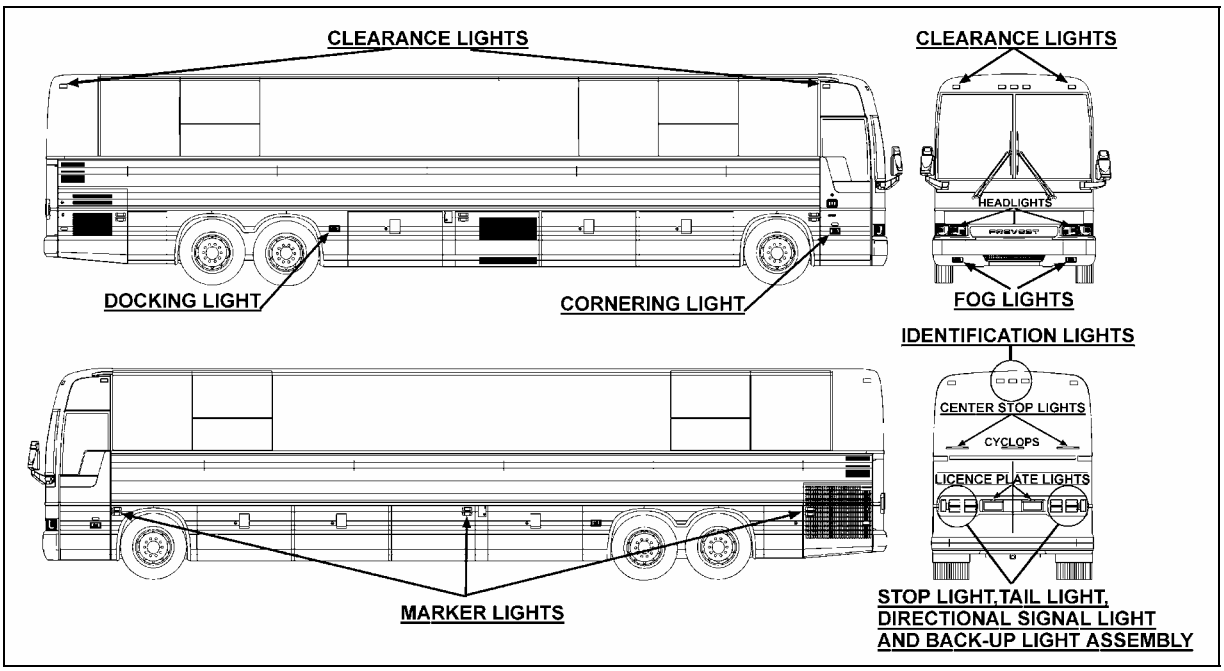

FIGURE 60: VARIOUS LIGHTS LOCATION 06412
3. To install a new switch, reverse the procedure (Fig. 60).